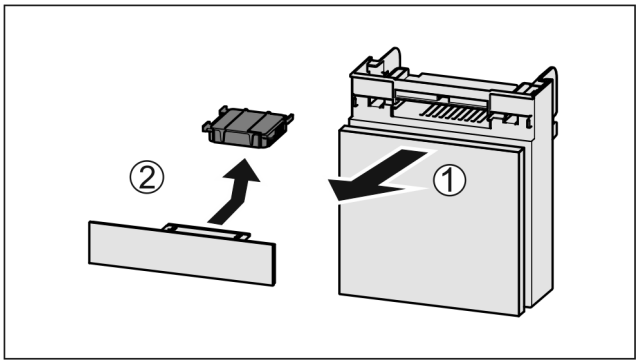

*Fig. 36*
▶ Pull out the compartment *Fig. 36 (1)*.
▶ Remove the carbon filter *Fig. 36 (2)*.